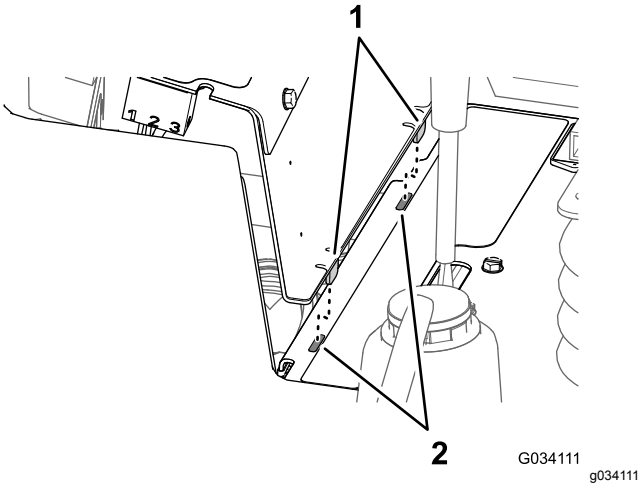

Figuur 55
2. Lijn de 2 nokken aan de onderkant van het zijpaneel uit met de 2 sleuven in het frame voor het bedieningspaneel (Figuur 55).